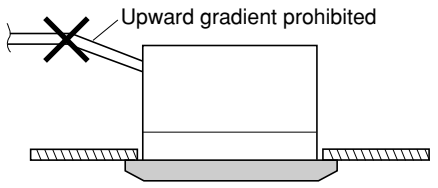

**Fig. 3-10**
- **Do not install the pipe with an upward gradient from the connection port. This will cause the drain water to flow backward and leak when the unit is not operating. (Fig. 3-10)**